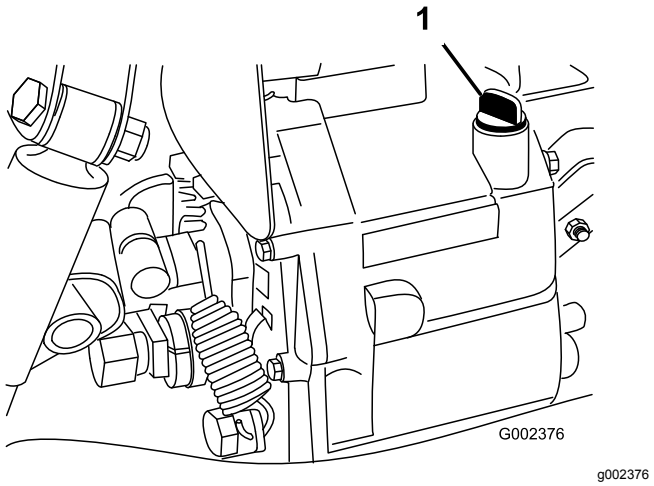

Figur 64
4. Gör rent området kring oljestickan (Figur 64).